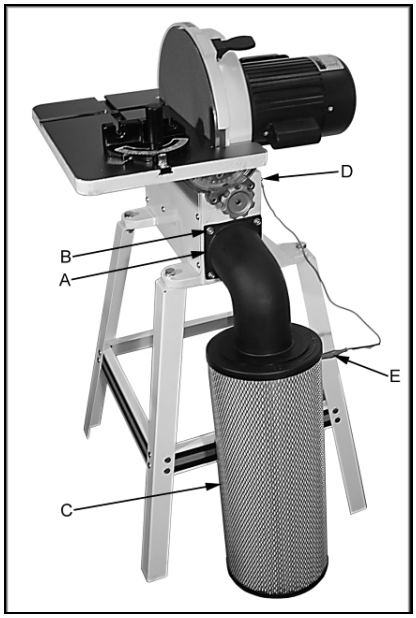

Fig 5
Mount the plastic elbow (A, Fig 5) to the sander using the same hardware (B) from the dust port.
After you have turned “OFF” the sander you can press the brake (B, Fig 5) to stop the sanding disc rapidly.